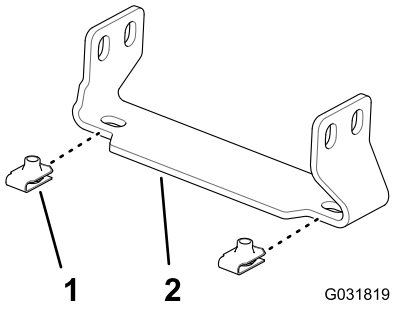

Figur 152
1. Monter de fire klemmemøtrikker (Toro-delnr. 94-2413) på de to støttebeslag på midtersektionsafdækningen (Toro-delnr. 131-3703-03) som vist i (Figur 152).